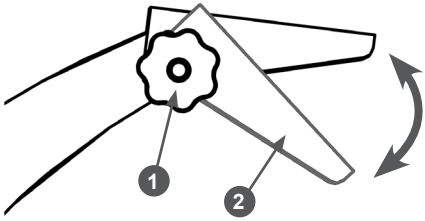

Рис. 24 Регулировка положения дефлектора
6. Отрегулируйте дефлектор жёлоба выброса. Если требуется, чтобы продукты измельчения выбрасывались в контейнер – наклоните дефлектор вниз. Если сбор продуктов измельчения не требуется – поднимите дефлектор вверх (Рис. 24). Для регулировки ослабьте затяжку барашковой гайки 1, установите дефлектор 2 в требуемое положение после чего затяните барашковую гайку (Рис. 24).